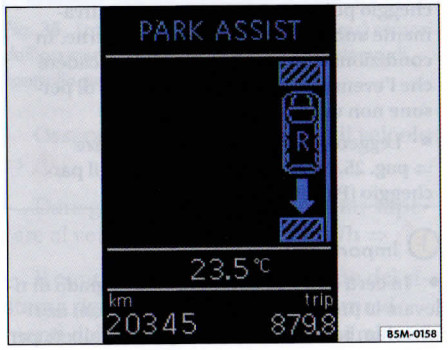

Fig. 37 Display del quadro strumenti: l'indicazione significa che si deve inserire la retromarcia.
– Procedere a marcia in avanti fino a che non si sente il segnale acustico continuo del sistema di controllo per il parcheggio ⇒ pag. 25, ⇒ ⚠ in "Parcheggio con una sola manovra" a pag. 40. Sul display del quadro strumenti appare un messaggio che invita ad inserire la retromarcia ⇒ pag. 42, fig. 37.